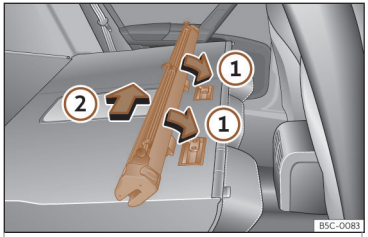

Fig. 134 Montaggio della rete divisoria sugli schienali del sedile posteriore.
- Posizionare la scatola della rete nelle rientranze della guida seguendo la direzione indicata dalle frecce>>> **fig. 134** ①.
- Spingere la scatola verso il lato sinistro del veicolo nel senso della freccia>>> **fig. 134** ② fino a fine corsa.
- Tirare la scatola della rete spostandola di circa 5 cm in senso contrario a quello indicato dalla freccia>>> fig. 134 ②.
- Estrarre la scatola dalla guida tirando in direzione contraria rispetto alle frecce >>> fig. 134 ①.